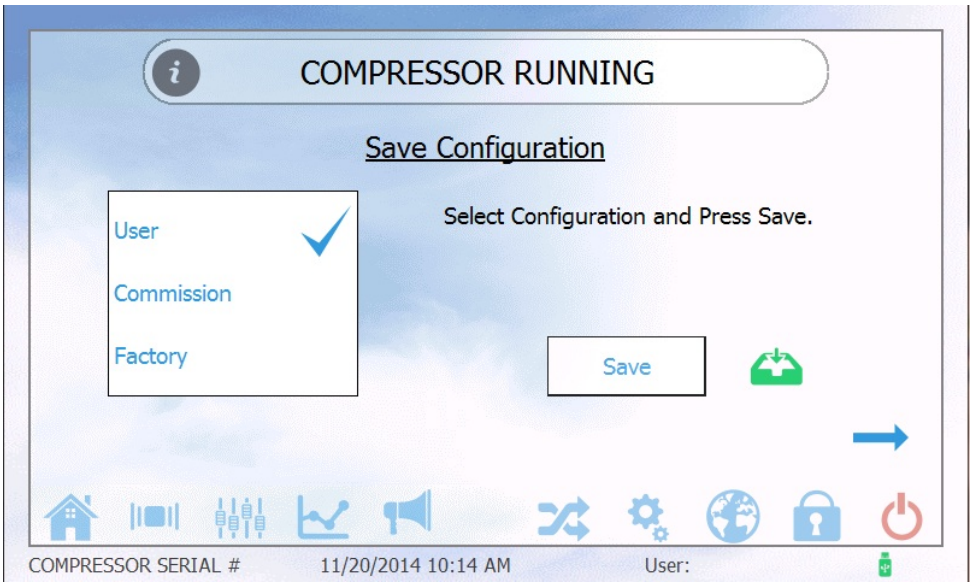

FIGURE 6-42
3. Check the user configuration as shown in Figure 6-42.